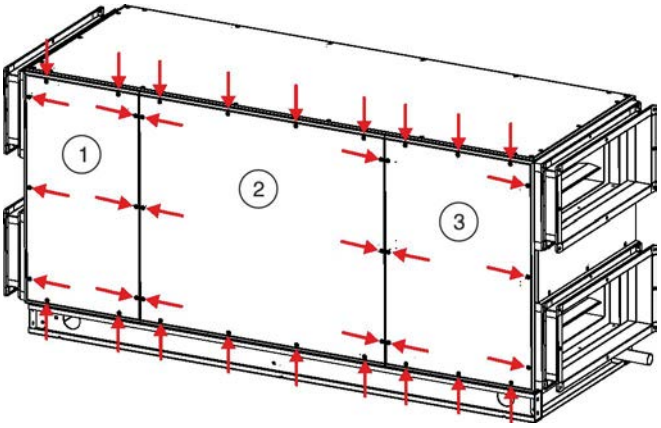

Fig. 55: Trappes de visite à l'arrière
5. Desserrer les vis (Voir la Fig. 55/flèches) des trois trappes de visite à l'arrière (Voir la Fig. 55/1+2+3).
6. Retirer les trois trappes de visite (Voir la Fig. 55/1+2+3).